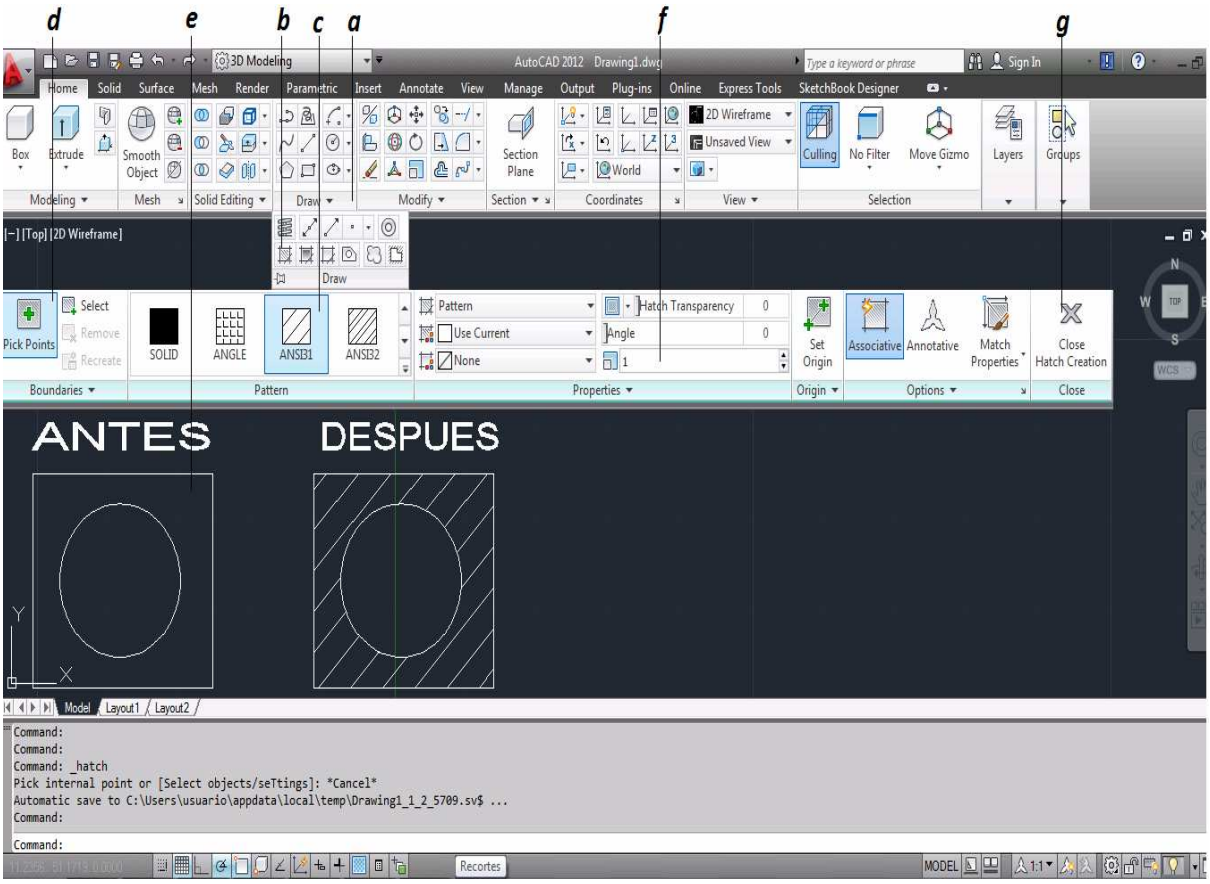

Figura 3.53 Sombreado
a. Se selecciona la flecha del icono Dibujar *(figura 3.53).*
b. Se selecciona el icono Sombreado [Hatch] *(figura 3.53).*
c. Se selecciona el estilo de sombreado ANSI31 de la lista de Patrones [Pattern] *(figura 3.53).*
d. Se selecciona el Botón Designar Punto [Pick Point] *(figura 3.53).*
e. Se da clic dentro del área a sombrear *(figura 3.53).*
f. En la caja de Texto Escale [Scale] del Grupo Propiedades, para definir la separación entre líneas *(figura 3.53).*
g. Clic en el botón Cerrar Creación de Sombreado para terminar el comando *(figura 3.53).*